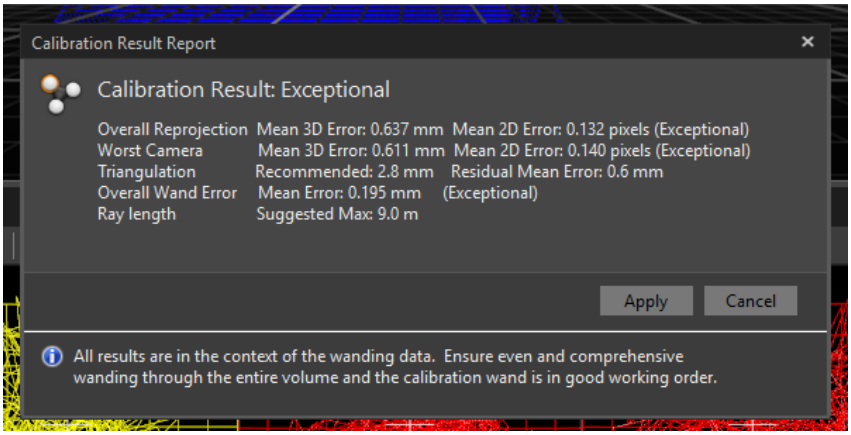

Figure 5: Calibration result (Motive 2.0.1)
5. After a brief moment, a prompt with the calibration results will be displayed (Figure 5). **If the result is not 'Very High' or 'Exceptional', it is recommended to repeat the calibration process with more sample points.**